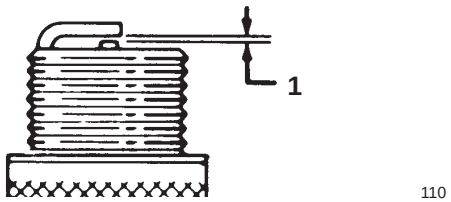

Figur 37
6. Justera gapet mellan elektroderna på tändstiftet till 0,76 mm som framgår av figur 37.